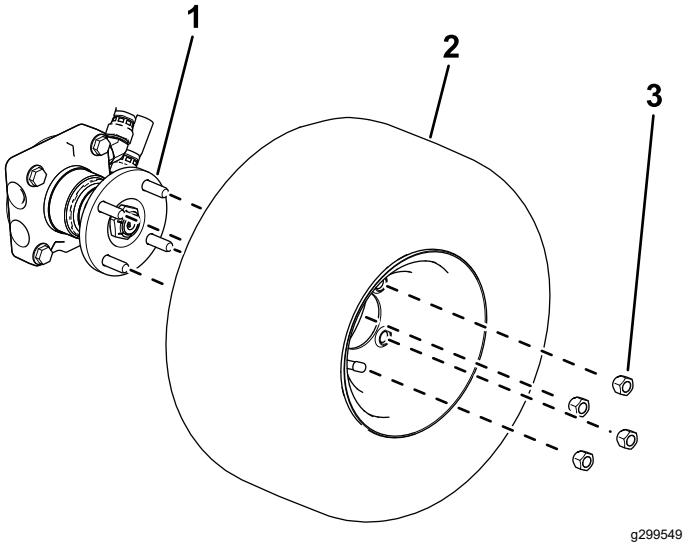

Figura 4
- **Máquinas con tracción a 4 ruedas:** Utilice 4 tuercas de rueda para sujetar la rueda al cubo de la rueda (Figura 4).